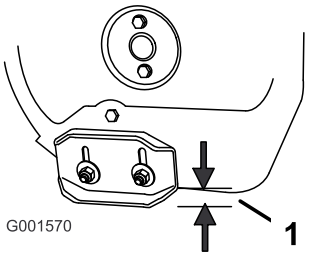

Figur 41
2. Løsn de møtrikker, der fastgør begge glidere til sneglens sider, indtil gliderne let kan glide op og ned (Figur 41).